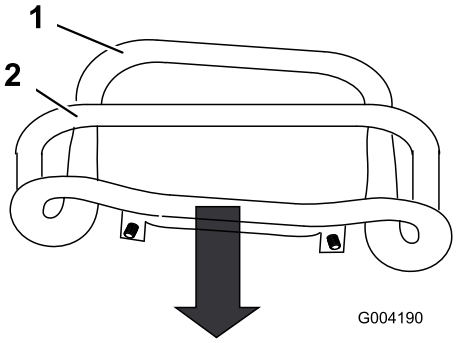

Figur 49
3. Dra drivreglaget rakt bakåt så att reglagets främre del nuddar vid referensstaven (Figur 49).